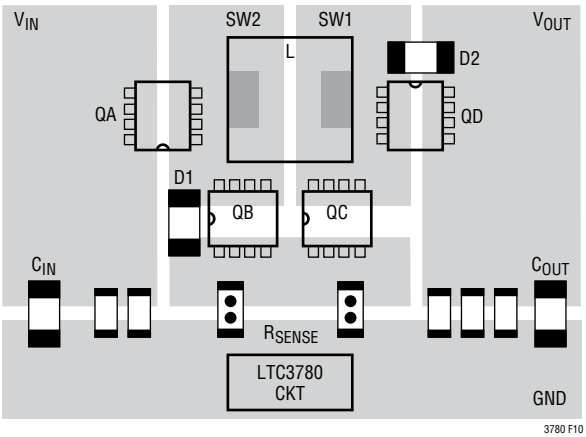

Figure 10. Switches Layout
- Place C_{IN}, switch A, switch B and D1 in one compact area. Place C_{OUT}, switch C, switch D and D2 in one compact area. One layout example is shown in Figure 10.